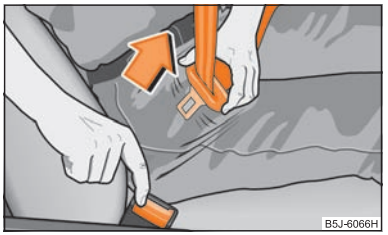

Fig. 113 Retirar la lengüeta del cierre del cinturón
– Pulse la tecla roja situada en el cierre del cinturón ⇒ fig. 113. La lengüeta salta fuera impulsada por un resorte.